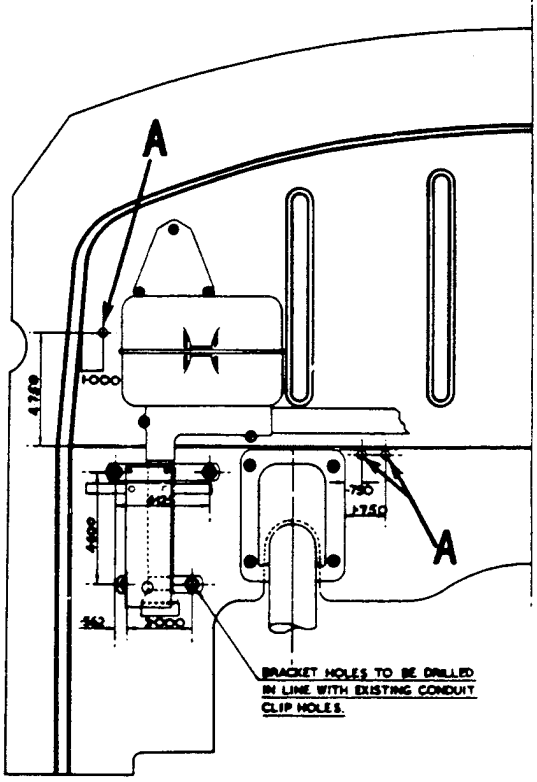
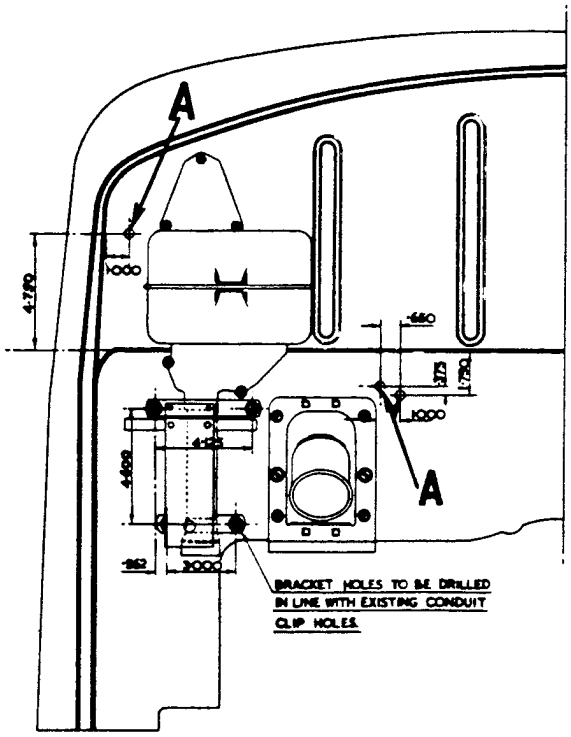
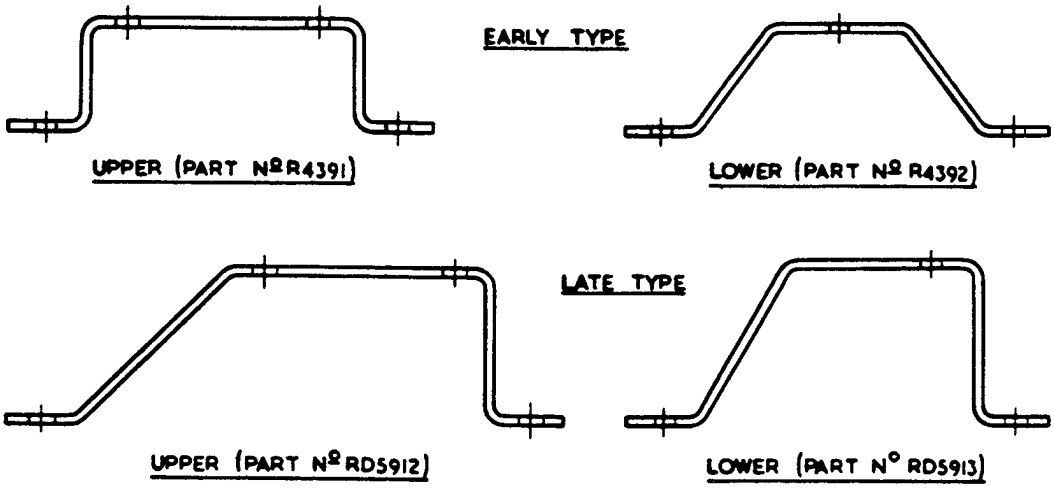

FIG.2. DRILLING FOR EARLY TYPE DASH. (One-shot tank on L/H side)
FIG.3. DRILLING FOR LATE TYPE DASH. (One-shot tank on R/H side)
FIG. 4. MOUNTING BRACKETS.
1. Drill the dashboard for the storage jar mounting and rubber tubing grommets in accordance with either Fig. 2 or Fig. 3.
NOTES: (a) Fig.2 covers the drilling for ALL chassis prior to B-251-EW also certain chassis between B-251-EW and B-271-EW incl.
(b) Fig.3 covers the remaining chassis up to B-273-EW and ALL chassis from B-273-EW inclusive.
NOTE: Due to alteration in the dash layout on the later model chassis, two types of mounting brackets are employed as shown in Fig.4, the upper pair being for use on those chassis fitted with the early type dash (Fig.2), and the lower pair on the later type dash (Fig.3). Where the late type brackets (RD-5912/3) are used, the right-angled bracket arm should be fitted AWAY from the engine.